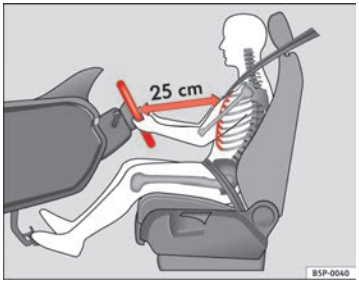

Fig. 135 Proper sitting position for driver
– Adjust the steering wheel in this way until the correct position is set ⇒ fig. 135.
- **Adjust the driver seat or steering wheel so that there is a distance of at least 25 cm between the steering wheel and your chest ⇒ page 167, fig. 135. If you fail to observe the minimum distance, the airbag will not protect you. Risk of fatal injury.**